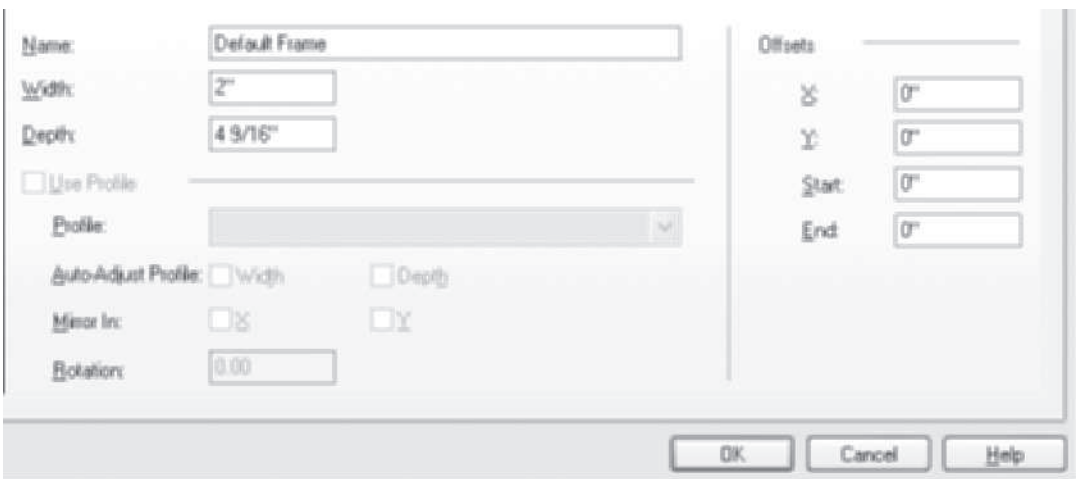

FIGURE 6.28 *Specifying the size of the default frame*
18. Select **Frames** in the left pane, and edit the frame dimension in the lower-right pane as follows: Name = **Default Frame**, Width = **2" [50]**, Depth = **4-9/16" [120]**, Offset X = **0**, Y = **0**, Start = **0**, and End = **0** as shown in Figure 6.28.